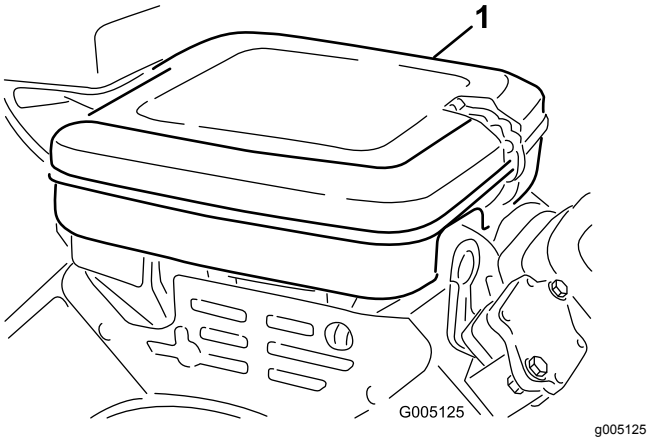

Figur 26
1. Rengjør luftrenserdekselet (Figur 26).